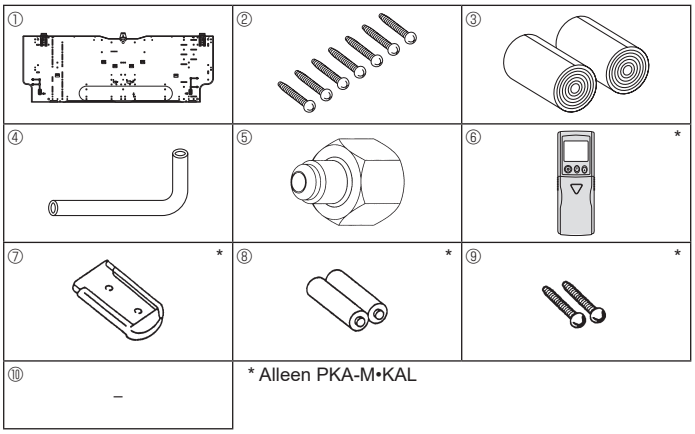

Afb. 3-1
3.1. Controleer de accessoires voor het binnenapparaat (Afb. 3-1)